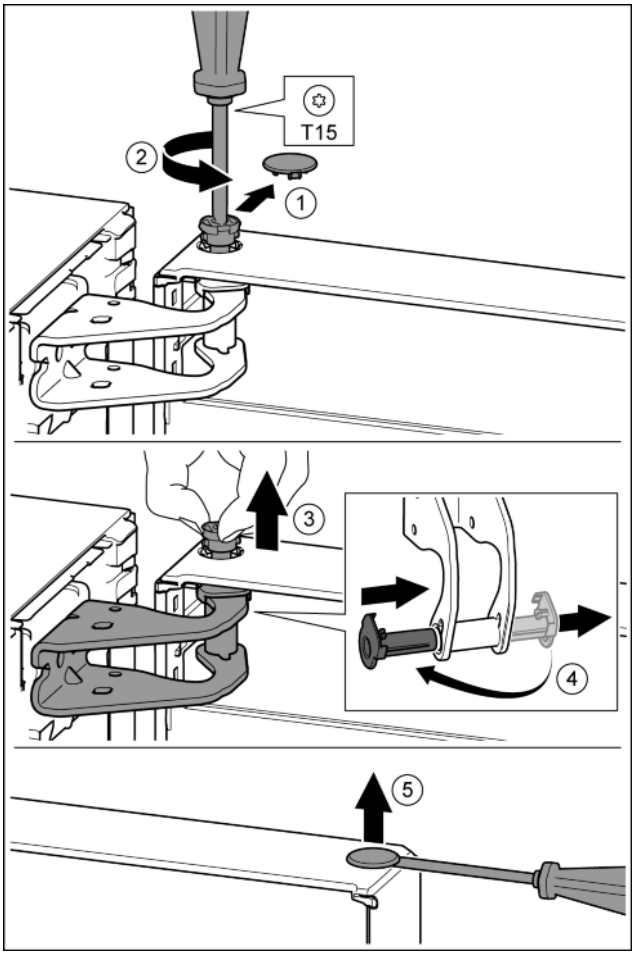

Fig. 12
- ▶ Осторожно снять предохранительную крышку. *Fig. 12 (1)*
- ▶ Немного выкрутить палец отверткой T15. *Fig. 12 (2)*
- ▶ Удерживать дверь и вытянуть палец рукой. *Fig. 12 (3)*
- ▶ Опорную втулку вывести из направляющей. Установить и зафиксировать с другой стороны. *Fig. 12 (4)*